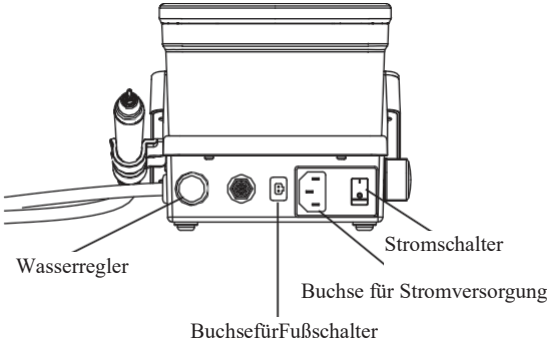

Bild 2
2.1.3 Stecken Sie den Stecker des Fußschalters in die Steckdose. (siehe Bild 2)
2.1.4 Verbinden Sie ein Ende der Wasserleitung mit dem Wassereingang und das andere Ende mit der Quelle für sauberes Wasser. (siehe Bild 2)